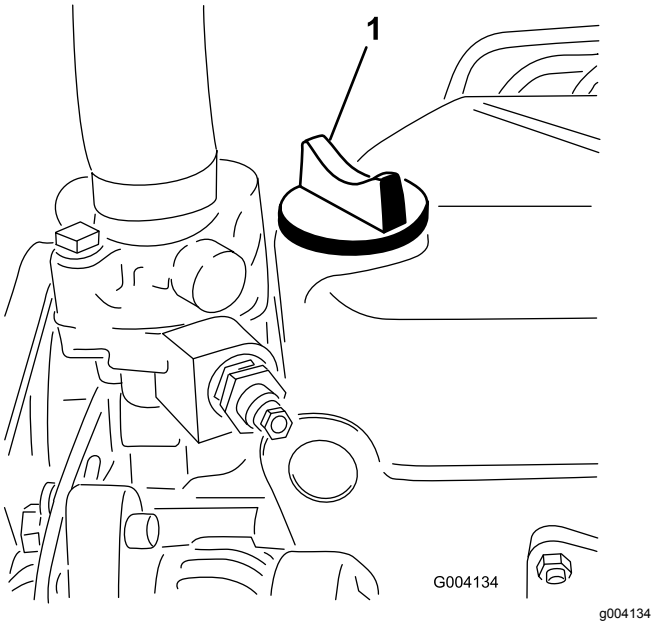

Figur 45
5. Hvis olieniveauet er under FULL-mærket, skal du fjerne påfyldningsdækslet (Figur 45) og fylde olie på, indtil niveauet når FULL-mærket.